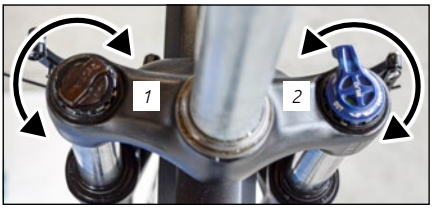
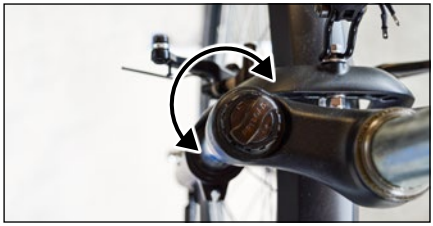

Fig. :32 (à titre d'exemple)
Fig. :33
1. Pour régler la précontrainte du ressort *(voir « Fig. :32 (1) »)* de la fourche, vissez la vis au niveau *(voir « Fig. :33 »)* du pont de fourche.
La fonction de verrouillage Lockout *(voir « Fig. :32 (2) »)* bloque complètement la course du ressort de la fourche. Elle peut être utile lorsque vous montez une côte avec un grand déploiement de force ou si vous roulez sur des chemins bien viabilisés.